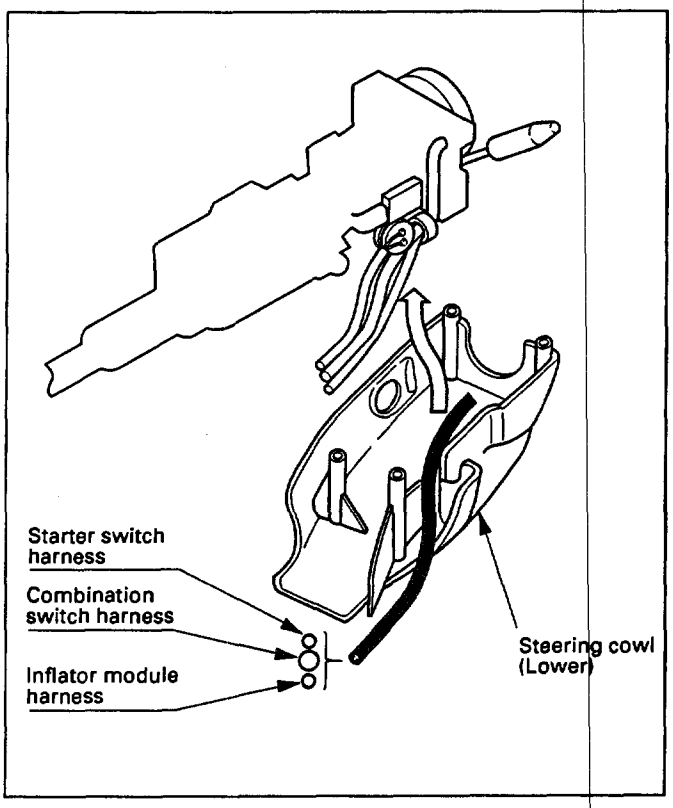

Fig. 8-84
4. When installing the steering cowl, be sure to pass the harnesses through the route as shown in the illustration so that the starter switch, the combination switch and the inflator module harness will not get caught. (Fig. 8-84)